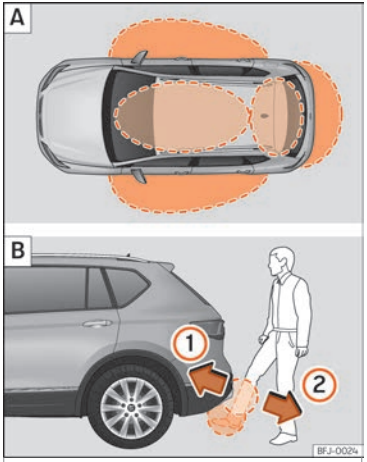
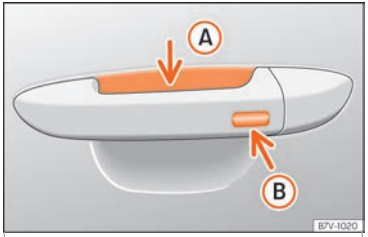

Fig. 120 Sistema de cierre y arranque sin llave Keyless Access: A Zonas próximas. B Abrir el portón trasero con apertura controlada por sensores (Easy Open).
Fig. 121 Sistema de cierre y arranque sin llave Keyless Access: manecilla de la puerta.
››› fig. 121
Keyless Access es un sistema de cierre y arranque sin llave con el que se puede desbloquear y bloquear el vehículo sin utilizar activamente la llave del mismo. Para ello solo es necesario que haya una llave del vehículo válida en la zona de detección correspondiente al intento de acceso al vehículo ››› fig. 120 A y tocar una de las superficies sensoras de las manecillas de las puertas ››› fig. 121 o accionar el *softtouch*/asidero del portón trasero ››› pág. 139 ››› ⓘ.
Si se encuentra una llave válida en una de las zonas próximas ››› fig. 120 A, el sistema de cierre y arranque sin llave Keyless Access le otorga a dicha llave derechos de acceso en cuanto se toca una de las superficies sensoras de las manecillas de las puertas delanteras o se acciona el *softtouch*/asidero dispuesto en el portón trasero. A continuación son posibles las siguientes funciones sin tener que utilizar activamente la llave del vehículo:
- Empuñe la manecilla de una de las puertas delanteras. Al hacerlo se toca la superficie sensora ››› fig. 121 Ⓐ (flecha) de la manecilla y se desbloquea el vehículo.
Cuando el vehículo está bloqueado, el portón trasero se desbloquea automáticamente al abrirlo si en su zona próxima ››› fig. 120 [A] se encuentra una llave del vehículo válida.
Si se encuentra una llave del vehículo válida en la zona próxima ››› fig. 120 [A] al portón trasero, es posible desbloquear y abrir este o cerrarlo moviendo un pie por la zona de los sensores ››› fig. 120 [B] situados debajo del paragolpes trasero.
- Con un movimiento rápido, acerque un pie y la parte inferior de la pierna lo más posible al paragolpes. La parte inferior de la pierna tiene que acercarse a la zona del sensor superior, y el pie, a la zona del sensor inferior ››› fig. 120 [B] ①.
- Retire rápidamente el pie y la parte inferior de la pierna de las zonas de los sensores ››› fig. 120 [B] ②. El portón trasero se abre automáticamente.
- Pulse el botón de cierre del mando a distancia y toque una vez, dentro de los 5 segundos siguientes, la superficie sensora de bloqueo de la manecilla de la puerta del conductor ››› **fig. 121 Ⓑ**. No agarre la manecilla de la puerta, de lo contrario el vehículo no se bloqueará. También es posible llevar a cabo la desactivación si se bloquea el vehículo a través de la cerradura de la puerta del conductor.